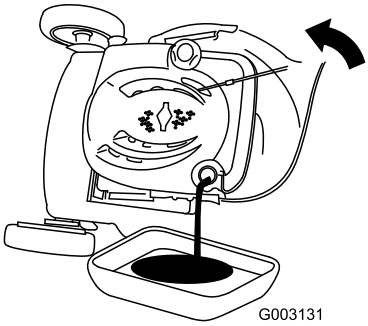

Figur 36
3. Tip plæneklipperen over på siden med luftfilteret opad, så olien kan løbe ud gennem oliepåfyldningsrøret (Figur 36).